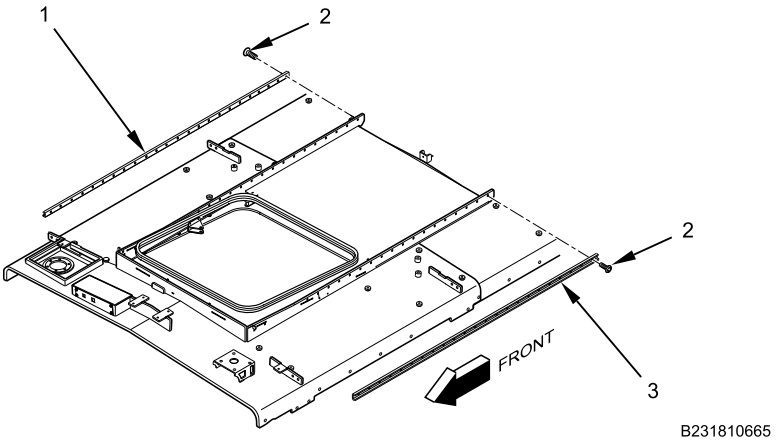

Figure 4. Gunner Hatch Rails.
6. Remove 40 screws (Figure 4, Item 2) and gunner hatch rails (Figure 4, Item 1 and 3).